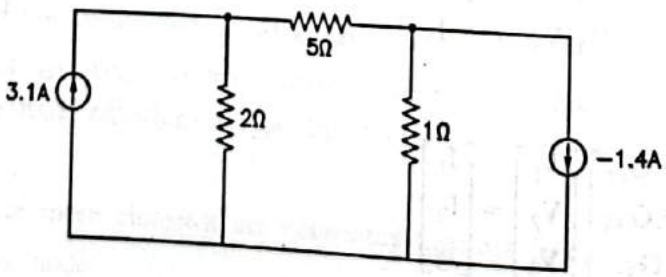

FIG. 1.87
**Use nodal analysis to find the voltage across 5Ω resistor, for the network of Fig. 1.87.**